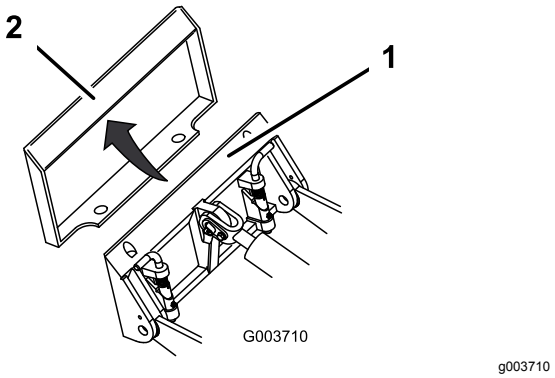

Rysunek 8
4. Ustaw płytę montażową w górnej krawędzi płyty odbiornika osprzętu (Rysunek 8).